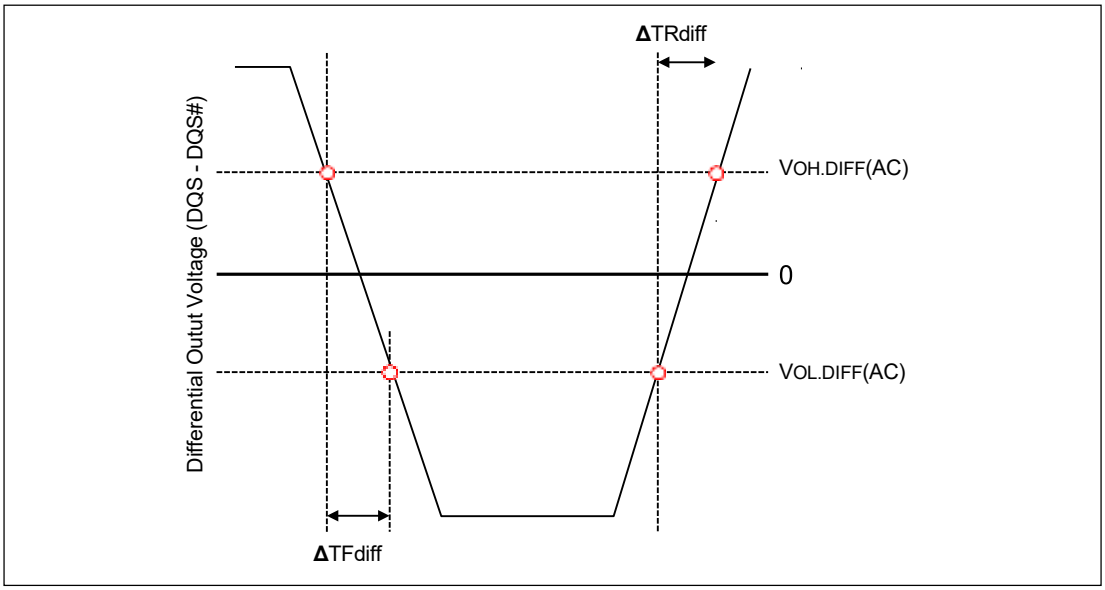

Figure 95 – Differential Output Slew Rate Definition
With the reference load for timing measurements, output slew rate for falling and rising edges is defined and measured between VOL.DIFFAC) and VOH.DIFF(AC) for differential signals as shown in Table 28 and Figure 95.